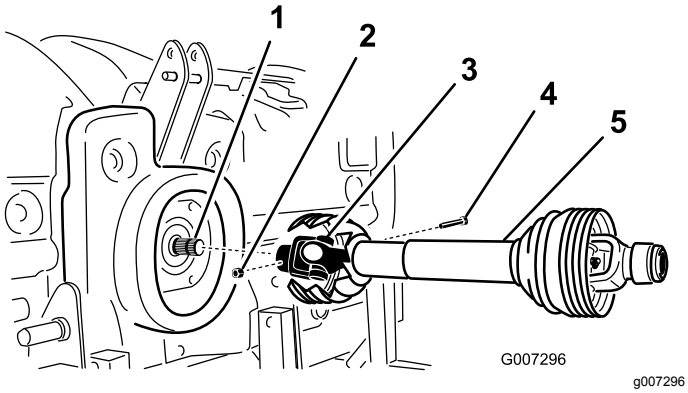

Figur 11
2. Anslut kraftuttagsaxeln till växellådans ingångsaxel med en bult på ½ x 3,00 tum och en mutter på ½ tum (Figur 11).